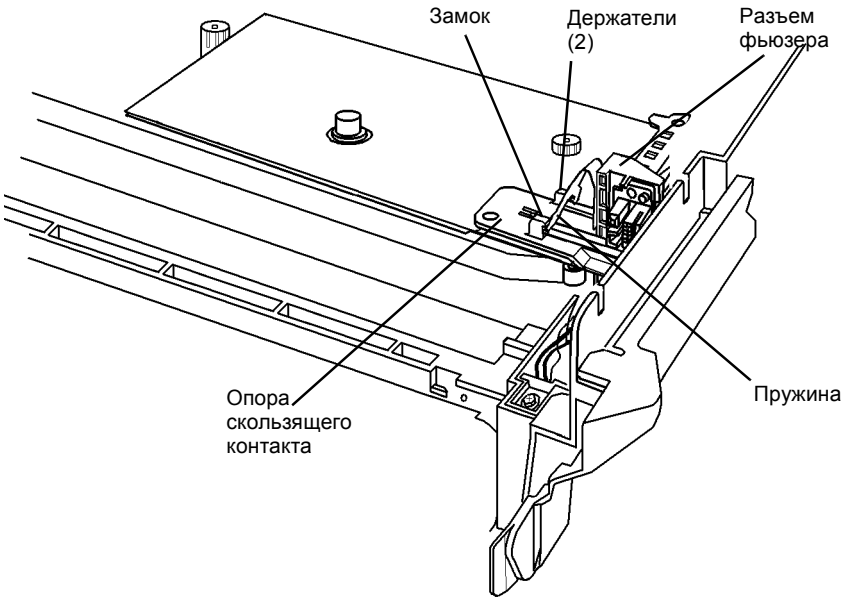

Рисунок 2 Снятие разъема фьюзера
8. Снимите разъем фьюзера с опоры скользящего контакта. (Рисунок 2).